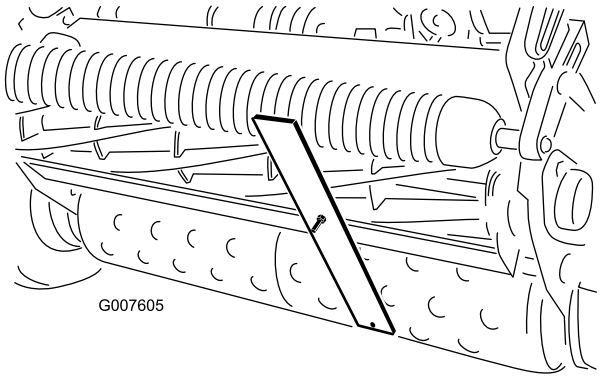

Figuur 50
4. Plaats de schroefkop op de snijrand van de snijplaat en laat de achterzijde van de lat op de achterrol rusten (Figuur 50).